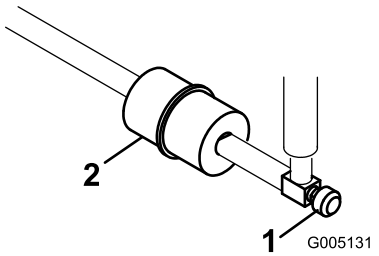

**Figuur 46**
Er bevindt zich een leidingfilter in de brandstofleiding tussen de brandstoftank en de carburateur (Figuur 46). Let erop dat het peil op het filter van de brandstoftank af wijst.
1. Sluit de brandstofafsluitklep, maak de slangklem op het filter aan de kant van de carburateur los en verwijder de brandstofslang van het filter (Figuur 46).
2. Plaats een opvangbak onder het filter, maak de andere slangklem los en verwijder het filter (Figuur 46).